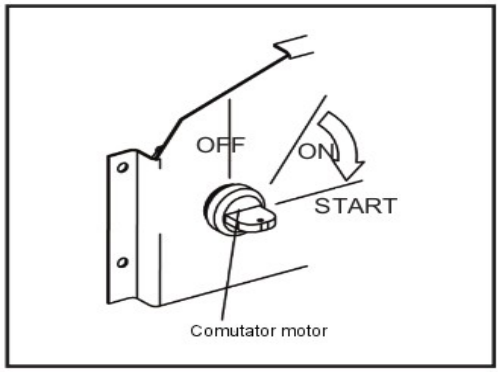

Fig. 9 - Schema electromotor
4.4. Setati comutatorul motorului in pozitia START, pana porneste generatorul, vezi fig. 9.